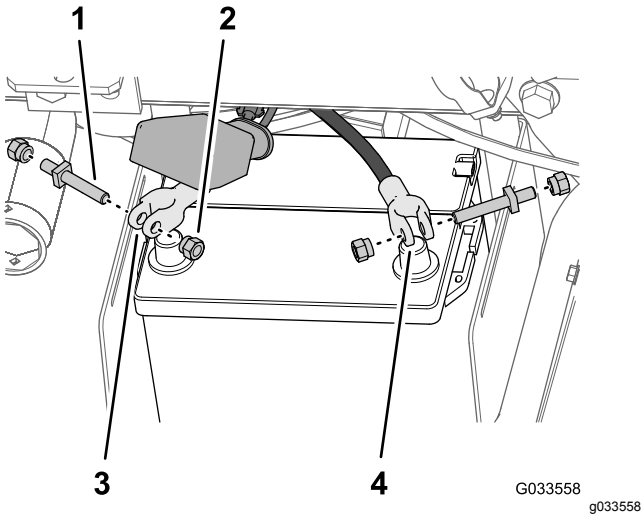

Figur 30
5. Monter en klemmebolt og en klemmemutter løst til de positive og negative batterikabelklemmene (Figur 30).